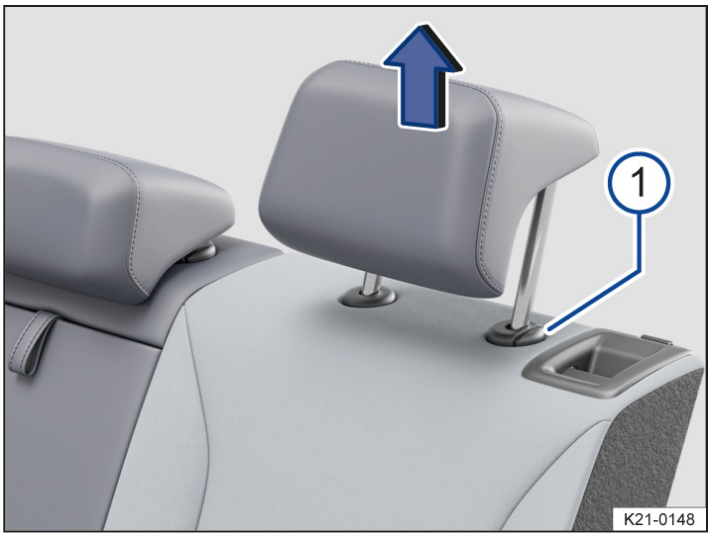

Fig. 2 Removing the rear head restraint (general example).
3. Pull the head restraint all the way out while pressing the → *fig. 2* (1) button.